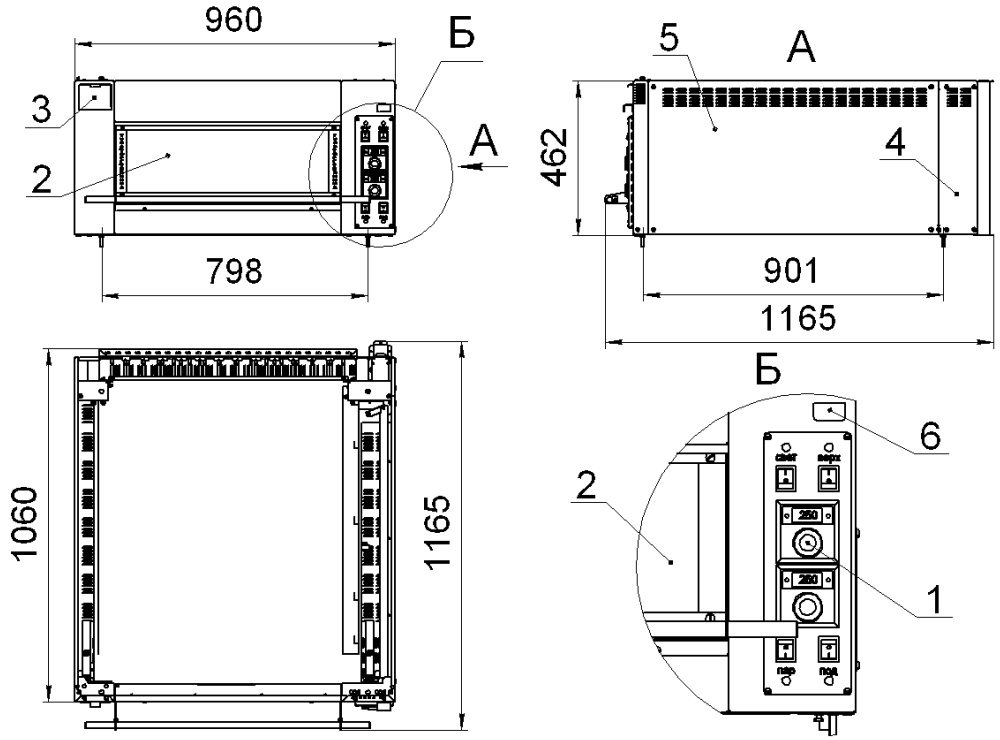

Рис.1
Общий вид печи ППЭ-800 (нижней секции, без крышки) представлен на рис.1.
5.1 Система увлажнения воздуха в тепловой камере состоит из откидного лотка 3 (рис.1) для заливки воды, испарителей и ТЭНов, установленных под испарителями.